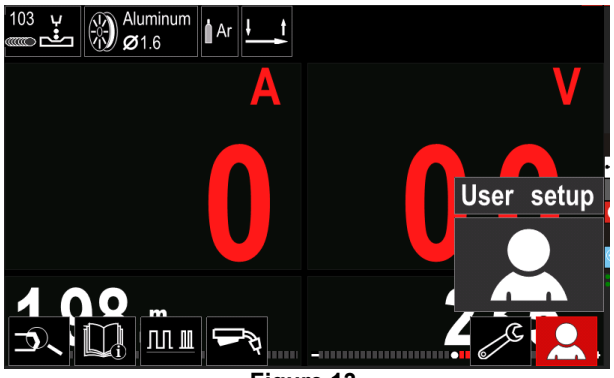

Figure 13.
- Accéder à la configuration de l’utilisateur (voir Figure 13).